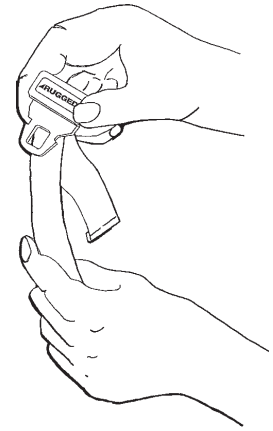

Figure 47
- **Pour fermer la sangle**, pousser la partie mâle dans la partie femelle jusqu’à ce qu’un déclic se fasse entendre. Pour attacher la sangle au niveau de la poitrine, s’assurer que la boucle mâle passe par les deux anneaux (C) de la sangle d’épaule (Figure 47).